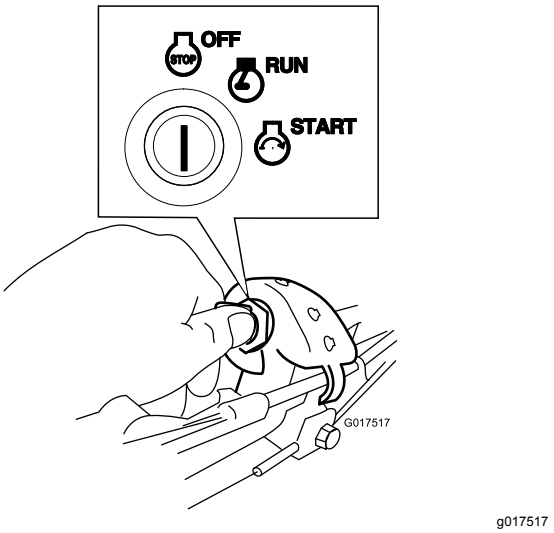

Figure 21
1. Tournez la clé de contact à la position ARRÊT (Figure 21).